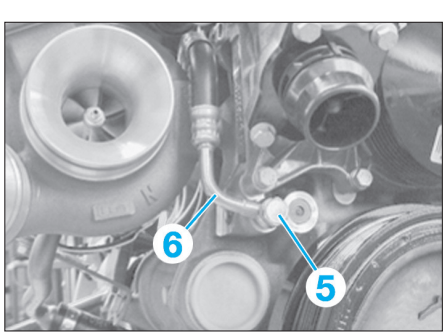

Fig. 80
• Déposer la vis creuse (5) **(Fig.80)**.